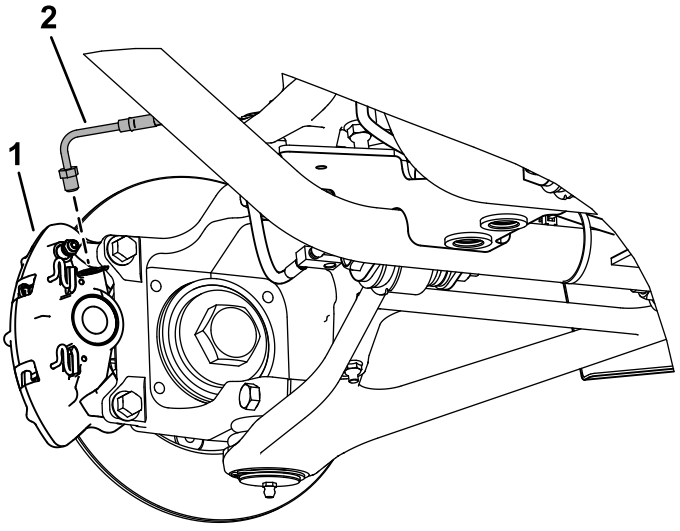

Figur 3
3. Fjern den fremre og den bakre bremseslangen fra bremsekaliperenheten (Figur 3).